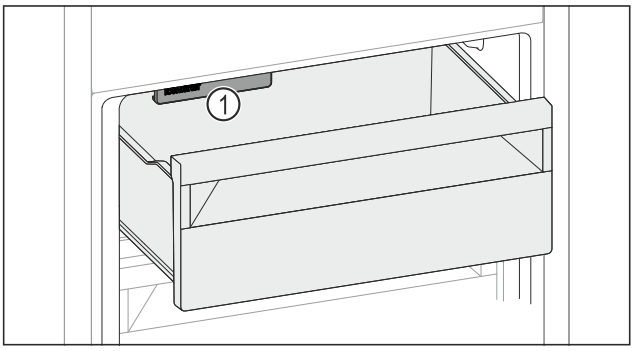

Fig. 236
▶ Watch out for the IceMaker *Fig. 236 (1)*.